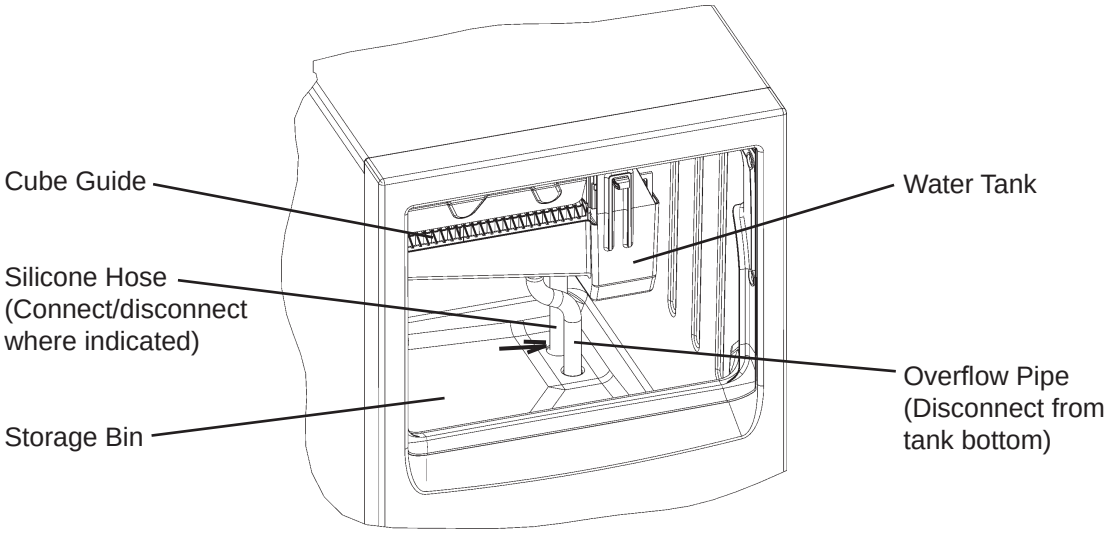

Fig. 15
2) Drain the water tank by pulling off the overflow pipe from the water tank bottom and the silicone hose from the storage bin bottom. See Fig. 15.